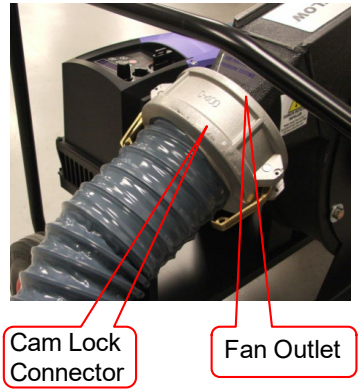
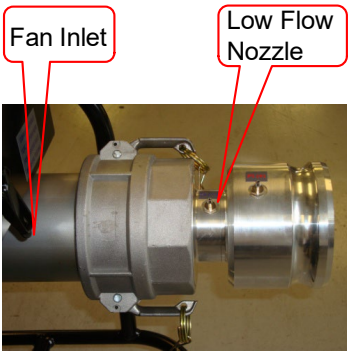

Figure 6. Positive Pressure, High-Flow Setup
Figure 7. Positive Pressure, Low-Flow Setup
a. For positive pressure, high-flow testing, remove the low flow nozzle if it is installed. Then, connect the gray cast-aluminum cam lock connector to the outlet side of the blower per Figure 6. Close both cam lock arms at the same time to ensure proper fit.
b. For positive pressure, low-flow testing, add the low-flow nozzle to the blower inlet if it is not installed per Figure 7. Then, connect the gray cast-aluminum cam lock connector to the outlet side of the blower per Figure 6. Close both cam lock arms at the same time to ensure proper fit.